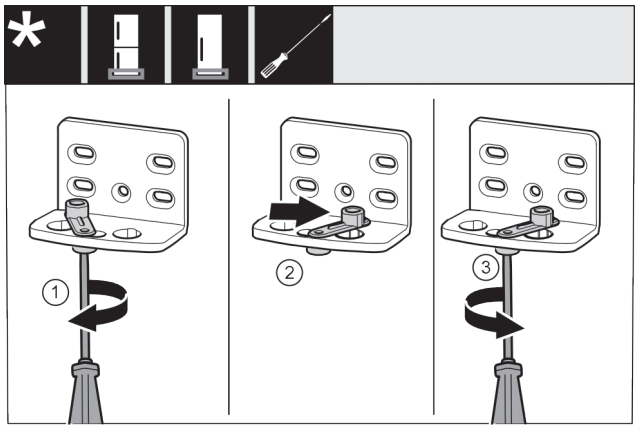

Fig. 13
▶ Отпустите винт *Fig. 13 (1)* отверткой.
▶ Приподнимите фиксатор двери *Fig. 13 (2)* и, повернув на 90° вправо, вставьте в отверстие.
▶ Затяните винт *Fig. 13 (3)* отверткой.